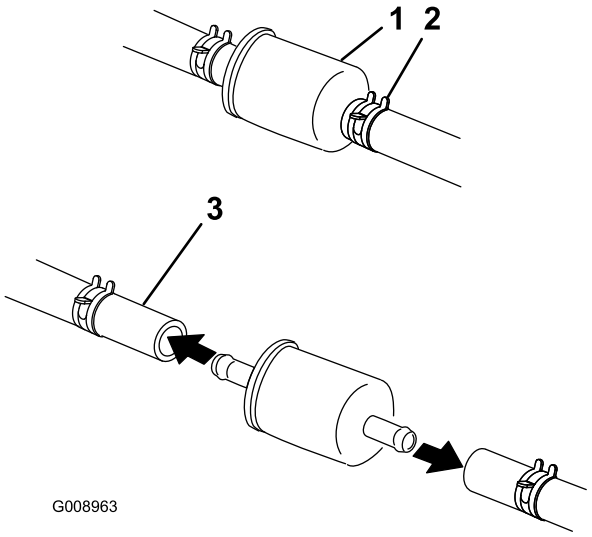

Figur 58
6. Kläm ihop ändarna på slangklämmorna och skjut bort dem från filtret (Figur 58).
8. Montera ett nytt filter och för tillbaka slangklämmorna tätt intill filtret igen (Figur 58).